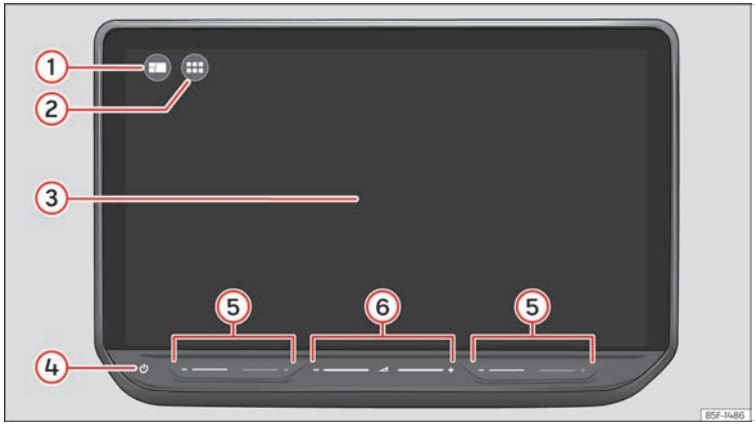

Fig. 180 Cuadro general: unidad de mandos.
Personalice el menú superior o la vista HOME ››› fig. 180 (1), para acceder rápidamente a sus funciones favoritas o que usa con mayor frecuencia.